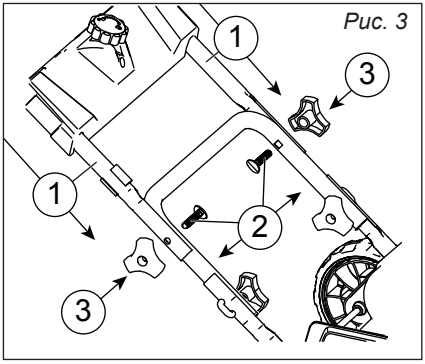

Рис. 3
6.2. Монтаж ручки управления *(рис. 3)*